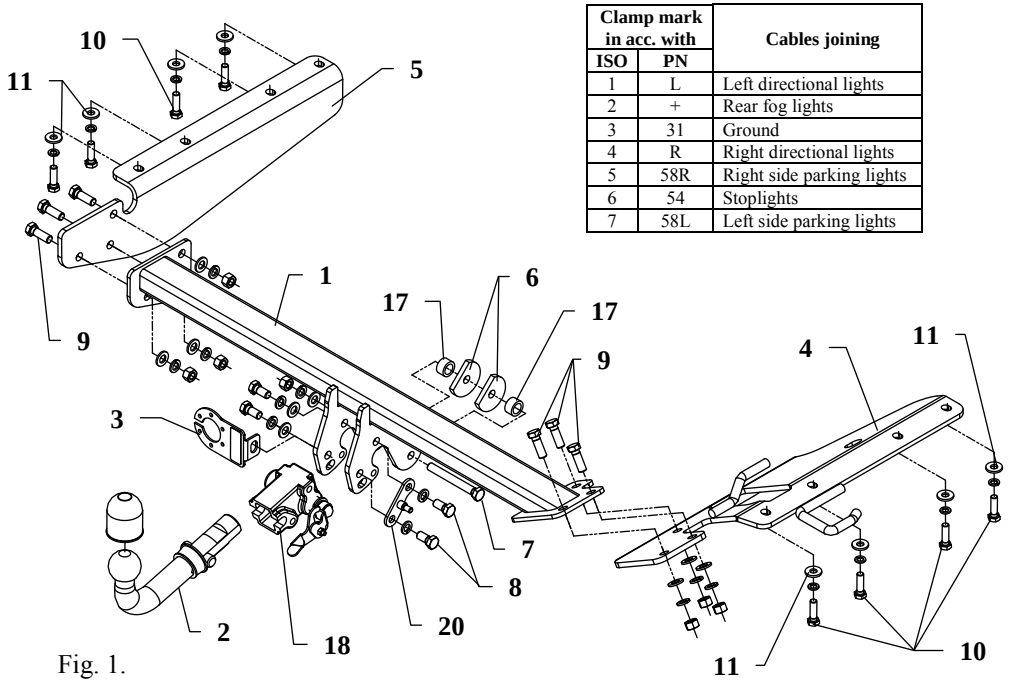
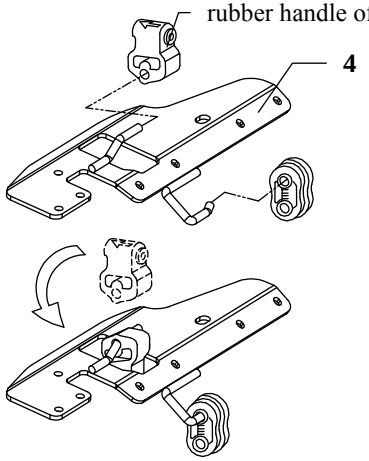

Fig. 1.
Fig. 2. The manner of the assembly handles of the muffler
3. Rubber handles of the muffler assemble on right bracket of the towbar (pos. 4) – see figure 2.
4. Right bracket (pos. 4) fix loosely to the right chassis member by bolts M10x1,25x35mm (pos. 11) and flat washers (pos. 11).
5. Left bracket (pos. 5) fix loosely to the left chassis member by bolts M10x1,25x35mm (pos. 11) and flat washers (pos. 11).
6. Between mounted brackets (pos. 4 and 5) put main bar of the towbar (pos. 1) and fix it by bolts M12x35mm (pos. 9) and by bolt M12x100mm (pos. 7) to the original towing eye. Use two cut washers (pos. 6) and sleeves (pos.17), see figure 1.